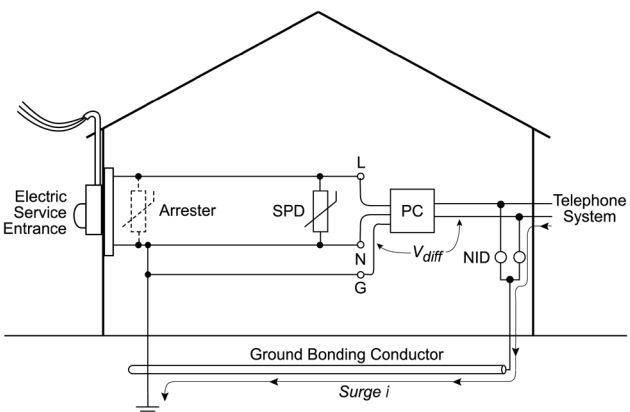

Figure 1
In the set-up of Figure 1, a personal computer (PC) is connected to both the power system and the telephone system, and we assume that a surge is coming along the telephone wires. The surge current ("Surge I" in the figure) flows from the telephone system toward the common grounding point via the network protective device (NID) at the point of entry, and the grounding conductor mandated by the National Electrical Code (NEC ®). This current produces a magnetic field that couples into the loop formed by the power branch circuit, the telephone premises wiring lines to the PC, and the bonding conductors. A voltage (Vdiff) is induced in the loop and appears across the power input and telephone input of the PC, with upsetting or damaging consequences. The presence or absence of surge protection on the AC side (Arrester or SPD) has no effect on the coupling. One effective solution is to have the consumer install a combined protector, as explained on page 12.